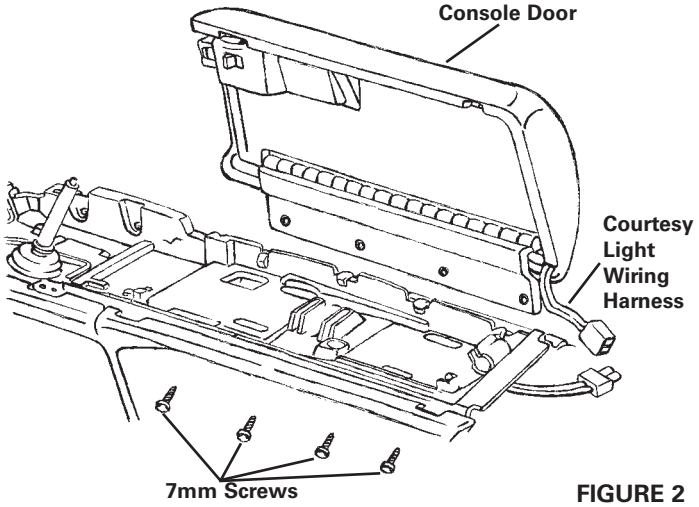

FIGURE 2
3. **'90-'96 models**: Remove the four (4) 7mm screws retaining the console door hinge to the center console. Pull the courtesy light wiring harness out from behind the console compartment, and disconnect to completely remove the door. (Refer to Fig.2)